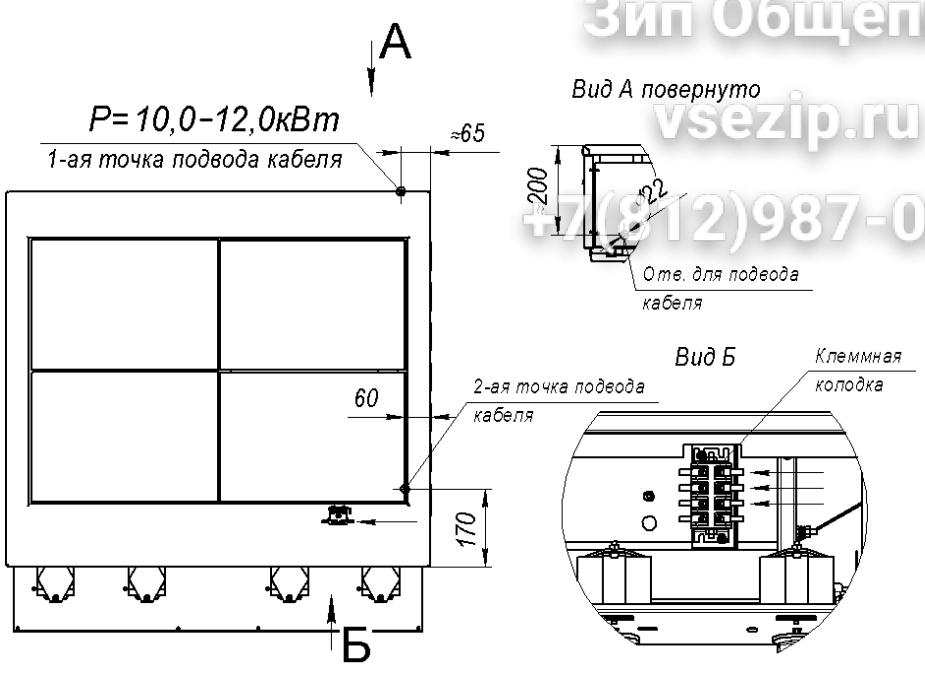

Рис.3
6.7 Рекомендуем, подвод электропитания к плите производить, скрытой в полу, трубной разводкой. Диаметр трубы – не мене 1/2" (Ø=22мм), высота от уровня пола не более 500мм (см. рис.3). Электропровода, заводимые в плиту, до блока клеммного, должны иметь термоустойчивую изоляцию, с температурой длительной эксплуатации не менее 150^{0}С